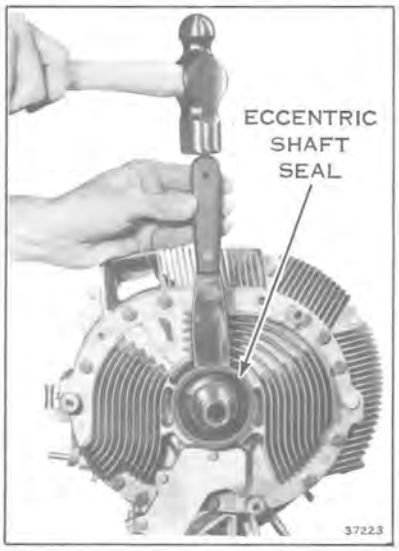

Figure 9-20
25. Remove the fan end eccentric shaft seal. Tap with sharpened scraper to pry away from side housing. See Figure 9-20.